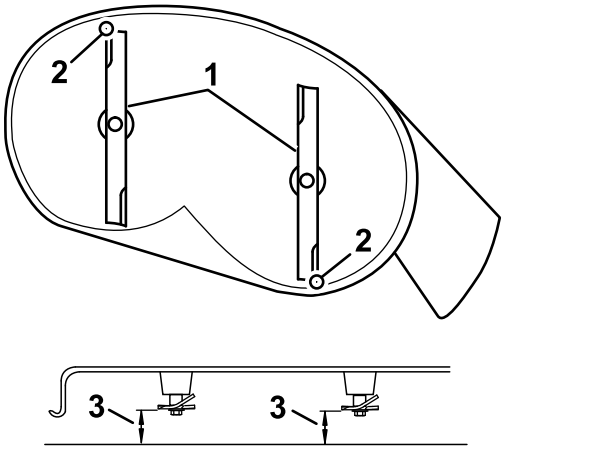
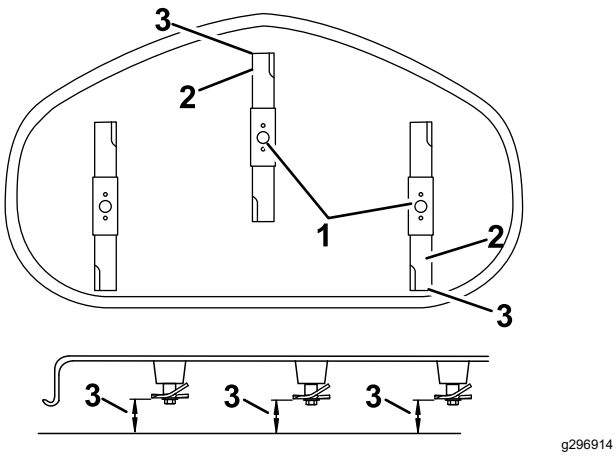

Figur 69
Figur 70
4. Rotera försiktigt knivarna så att de är riktade framåt-bakåt (Figur 69).
5. Mät från den främre knivens spets till den plana ytan, och från den bakre knivens spets till den plana ytan (Figur 69 eller Figur 70).